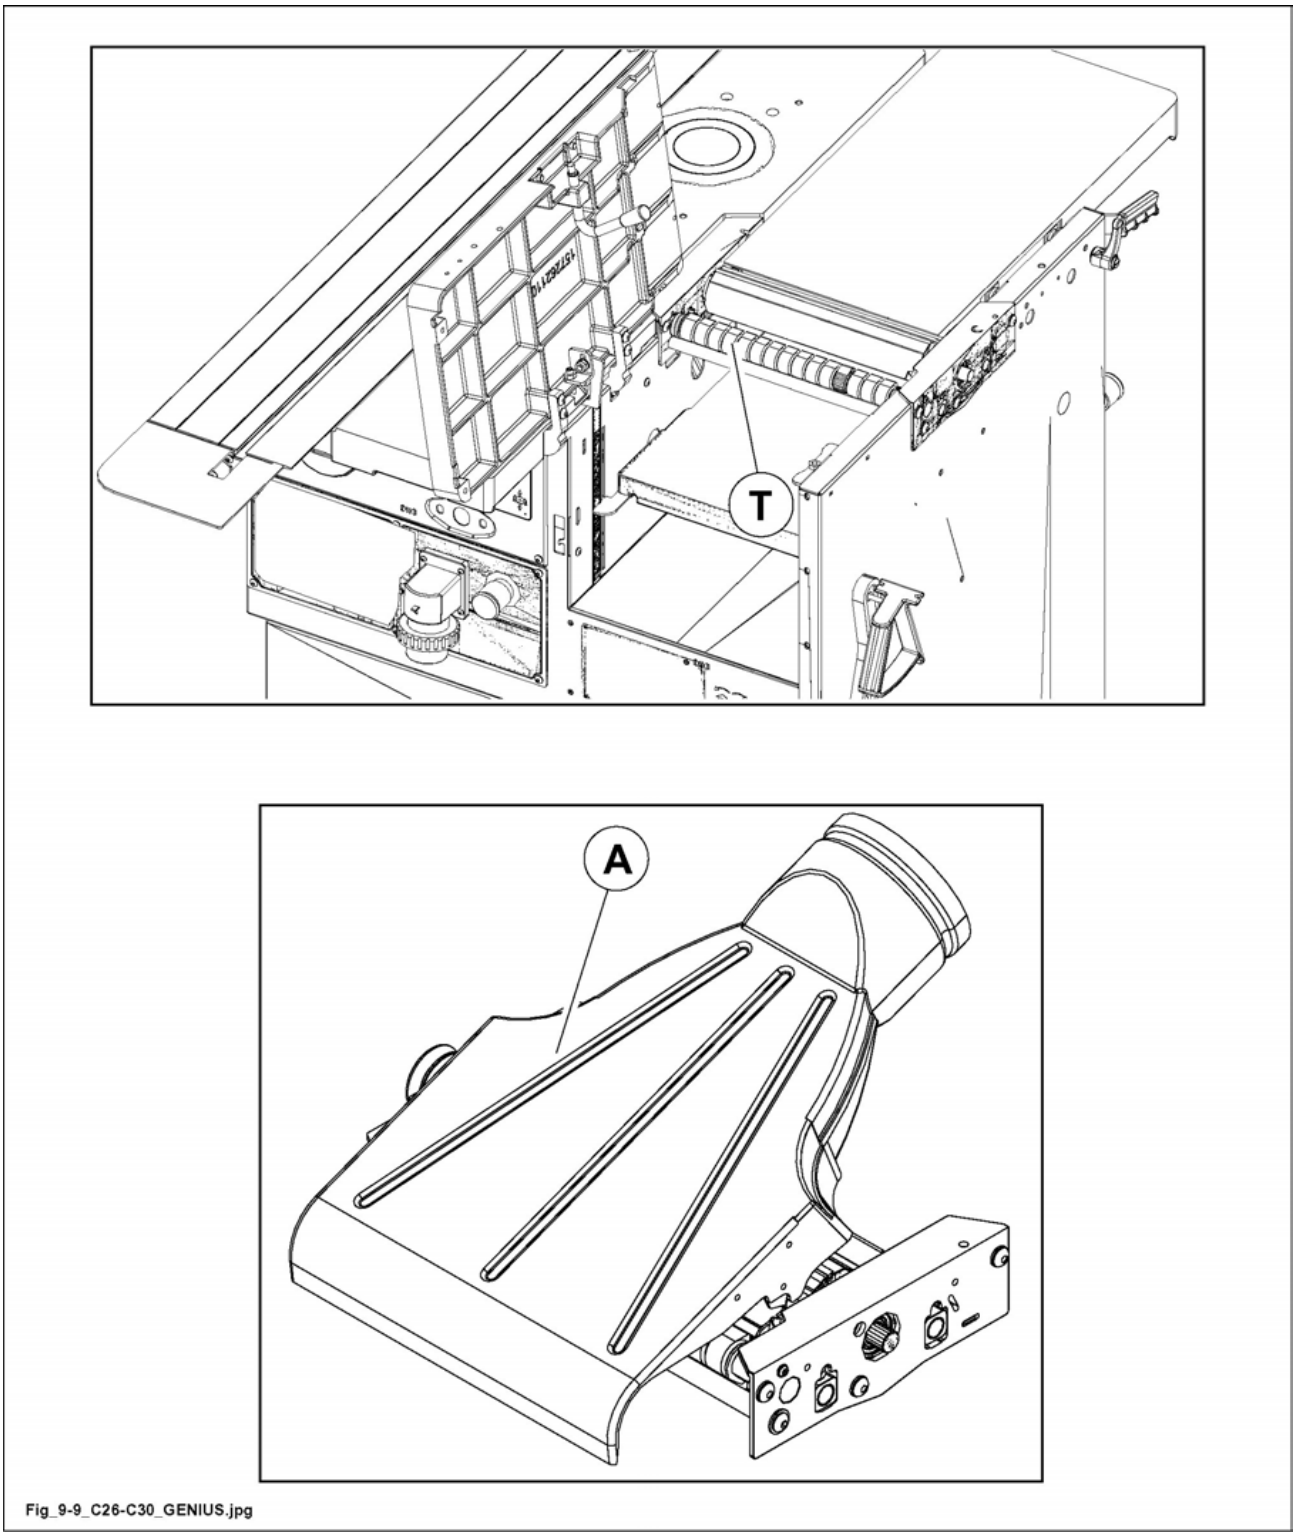

Fig. 9.9
- Anti-kickback fingers (T fig. 9.9) working with pieces of different thickness prevent the workpiece to be thrown back towards the operator, thus providing an effective protection.
- Before starting the working check that the fingers (T fig. 9.9) can rotate smoothly around their support shafts.
- The presence of chips and dust in position corresponding to anti-kickback fingers (T fig. 9.9) can compromise the good machine operation.
- The opening of anti-kickback fingers (T fig. 9.9) can cause the ejection of splints compromising the operator safety.
- To prevent binding or jamming of some fingers (T fig. 9.9), always keep clean them clean by removing the shavings fitted in the fingers.
Thicknessing can only be carried out if the safety guard is in position (A fig. 9.9).